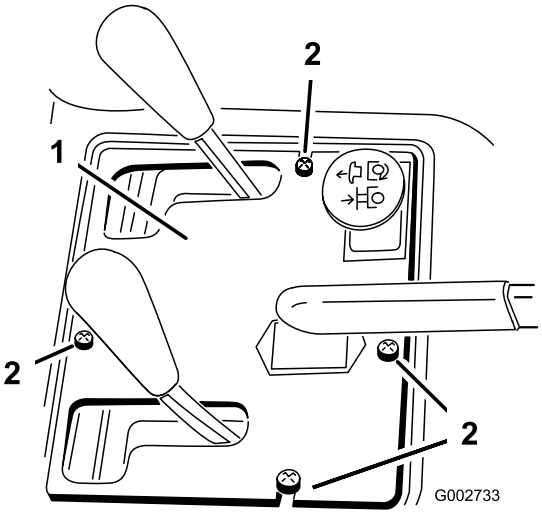

Figur 34
2. Fjern de (4) skruer, der fastgør kontrolpanelet på stellet (Figur 34).